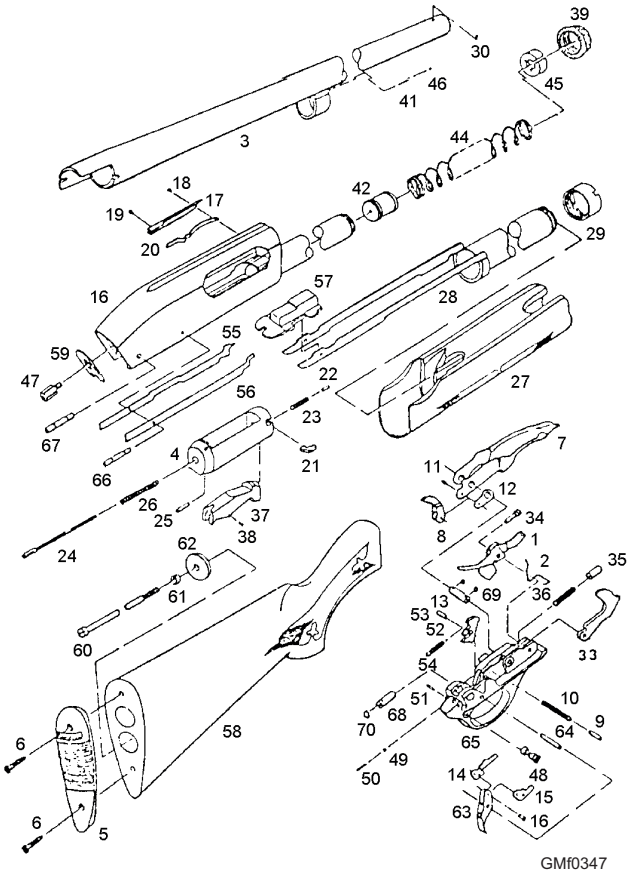

**Figure 3-47A.—M870 individual parts breakdown.**
To fully understand an operating cycle of the M870 shotgun, it is necessary to know the names and general functions of the gun's parts. To become more familiar with the parts during our discussion of an operating cycle, refer to figure 3-47A, the individual parts breakdown, and figure 3-47B, the accompanying parts list.
**TRIGGER PLATE ASSEMBLY**.—With the safety pushed to the SAFE position, cock the action. Tap out the front and rear trigger plate pins (fig. 3-47A). Lift the rear of the trigger plate from the receiver, then slide it rearward to remove it from the gun. The trigger assembly will be cleaned as a unit by brushing with a solvent. Wipe the trigger assembly dry and re-oil it very sparingly. When replacing the plate assembly in the gun, make sure the action bar lock enters the receiver easily and operates in position.